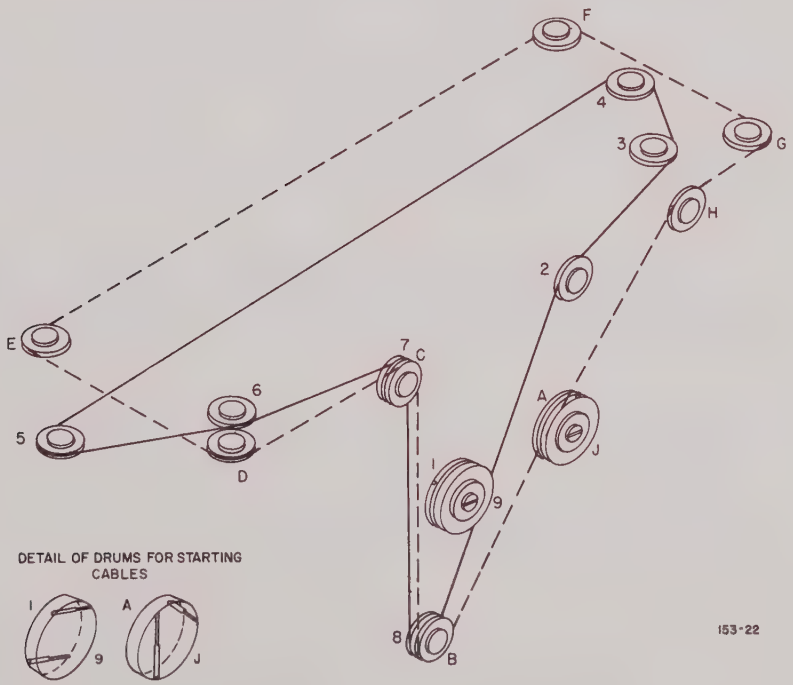

Figure 1. Cable Installation
(1) Position carriage assembly at 100% of scale, and secure cable drive drum in this position. (Drum position is important for correct installation.)
(2) Remove retaining screw and free cable from slot in cap (9, Figure 1).
(3) Pass cable around pulleys (8), (7), (6), and (5).
(4) Free cable from carriage cable clamps.
(5) Pass cable around pulleys (4), (3) and (2); then free cable from slot in drive drum (1).
(1) Position carriage assembly at 0% full scale, and secure cable drive drum in this position. (Drum position is important for correct installation.)
(2) Remove retaining screw and free cable from slot in cap (J, Figure 1)
(3) Pass cable around pulleys (B), (C), and (D).
(5) Pass cable around pulleys (E), (F), (G) and (H); then free cable from slot in drive drum (A).
(1) Be sure cable drive drum is secured and orientation is as shown in Figure 1.
(2) Place cable in slot of drive drum (A); with cable extending upward, wrap 2-1/4 turns counterclockwise.
(3) Pass cable around pulleys (B), (C), (D), and (E).
(4) Pass cable through left-hand casting, around pulleys (F) and (G), and then to back of center casting.
(5) Pass cable around pulley (H) and place cable in slot in cable drum cap (J).
(6) Mount cap in position but do not tighten retaining screw. Turn cap counterclockwise to take up slack until pin is in center of slotted bracket on take-up pulley (F). Tighten cap retaining screw.
(7) Place carriage assembly at 100% of scale and clamp cable to carriage.
(8) Release drive drum and check for full scale pen travel before placing instrument back in operation.